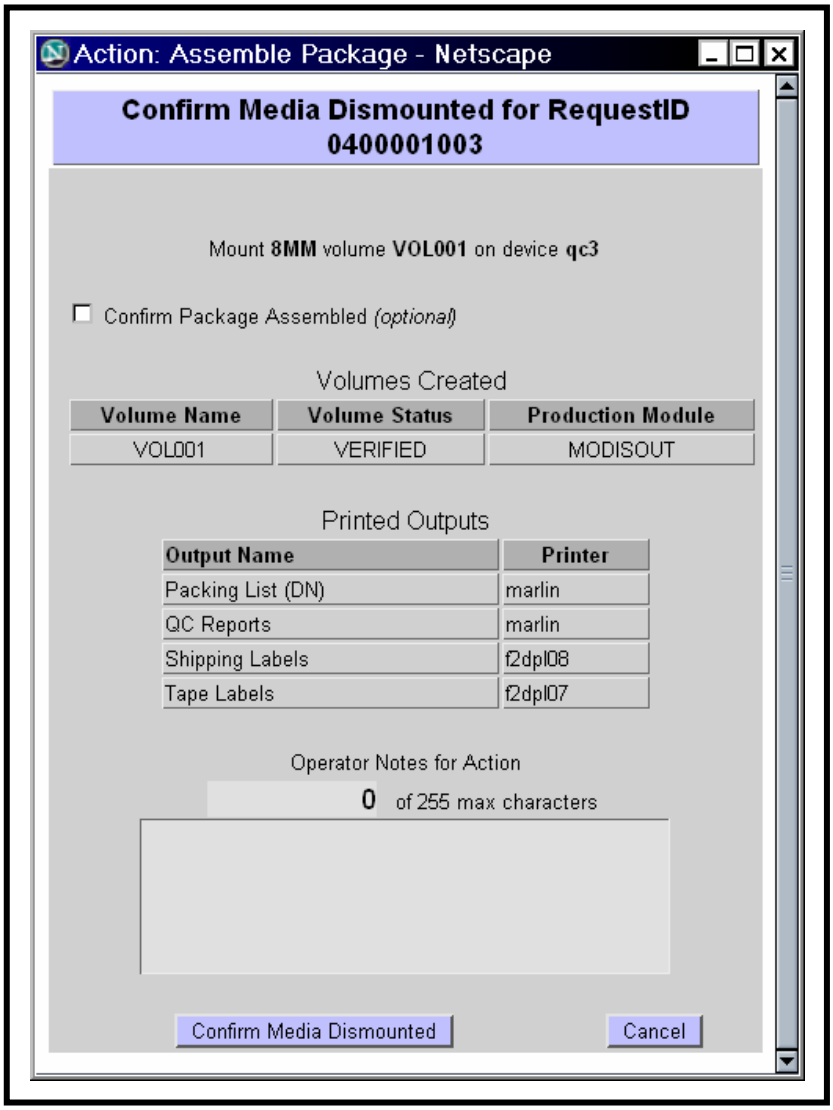

Figure 96 Confirm Media Dismounted Page
The **Confirm Media Dismounted** page (Figure 96) provides the full-capability operator with a means of confirming that the last volume used for QC for a particular request has been dismounted. Optionally, the full-capability operator can annotate the action and/or confirm that the package has been assembled.
- A **Confirm Media Dismounted** dialogue box (Figure 96) is displayed.